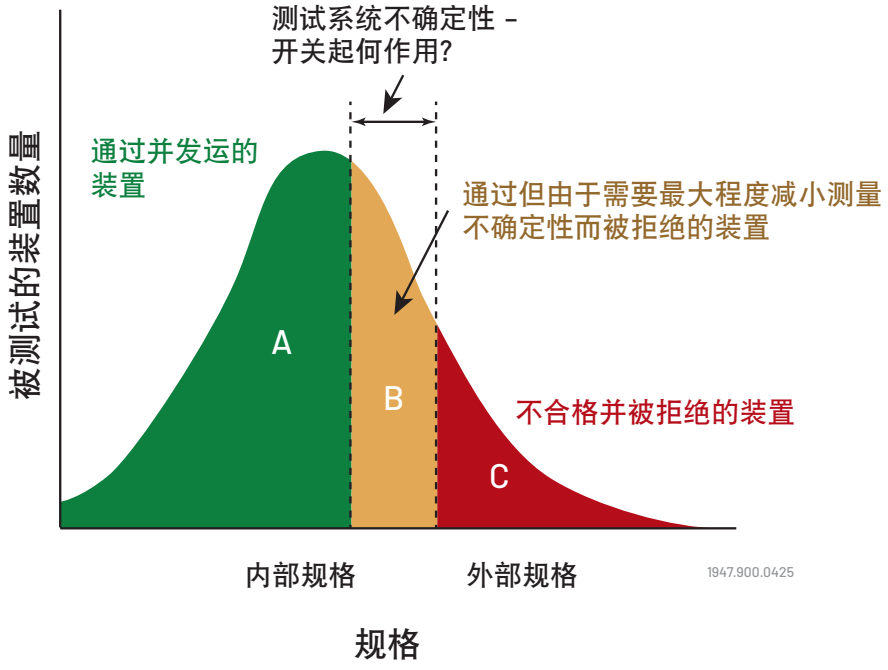

图 1. 测量影响
为了应对测试的不确定性，用户必须使用更严格的内部规格，以确保设备不会错误地通过。这样就必然会有一定百分比的可以发货并产生收入的装置被拒绝。测试良率的定义是：通过内部规格测试的设备数相对于通过外部规格测试的装置数的百分比。这些装置呈现在图 1 的区域 B 中。开关插入损耗 (IL)、偏振相关损耗 (PDL)、重复性和稳定性都会在自动测试系统中导致额外的不确定性。选择 mOSW-C1/mISW-C1 将能最大程度地降低开关对测试良率的影响，在许多情况下能降低到不可测水平。